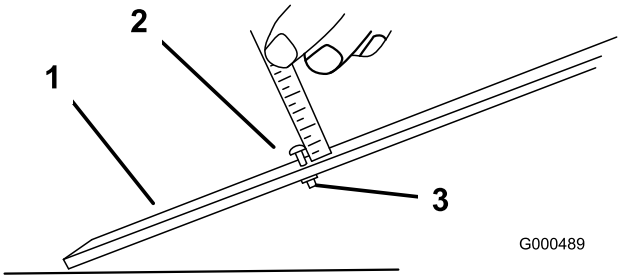

Figura 52
3. Desaperte a porca da barra indicadora (Figura 52) e regule o parafuso de ajuste para a altura de corte desejada. A distância entre a parte inferior da cabeça do parafuso e a face da barra é a altura de corte.